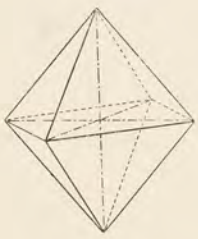
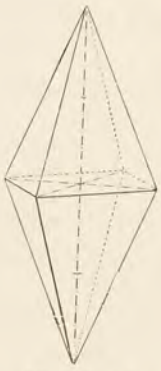

Fig. 24. P
Fig. 25. 2 P
- Pyramiden 1. Art oder Protopyramiden (Fig. 24 und 25).
Die Nebenachsen werden in gleicher Entfernung vom Achsenmittelpunkte geschnitten und gehen von Ecke zu Ecke. Bei ein und demselben Mineral können verschiedene Protopyramiden vorkommen, jedoch lassen sie sich alle von einer Grundform $a:a:c = P$ herleiten. In der Pyramide (Fig. 25) verhält sich die Hauptachse zu der Achse der Grundform (Fig. 24) wie 2 : 1. Zeichen = 2 P. Zirkon, Zinnstein.